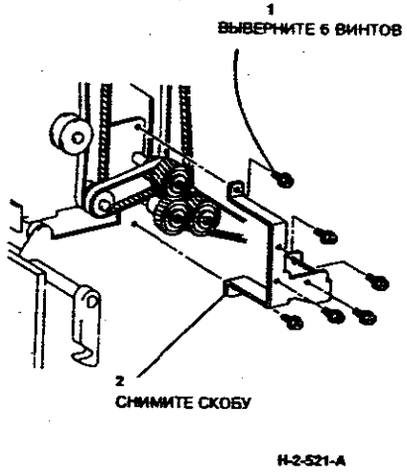

**Рисунок 2. Снятие скобы шестерен**
3. (Рисунок 2) Снимите скобу шестерен.